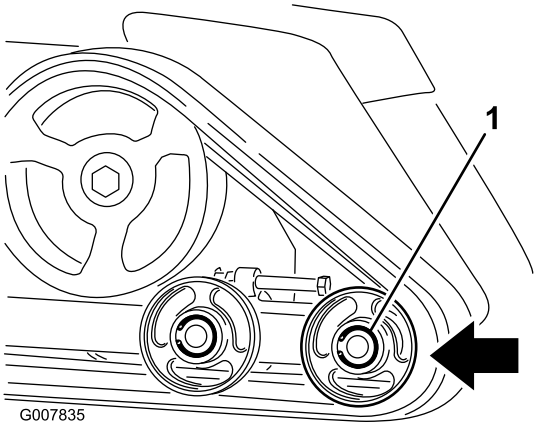

Figur 49
6. Tryck det främre väghjulet bakåt så långt som möjligt (Figur 49).
8. När larvbandet inte längre sitter på väghjulet kan du ta av det från maskinen (Figur 49).
9. Börja vid drevet och dra det nya larvbandet runt det. Kontrollera att spåren på larvbandet passar in mellan distansbrickorna på drevet (Figur 49).
10. Tryck in larvbandet under och mellan de bakre och mellersta väghjulen (Figur 49).